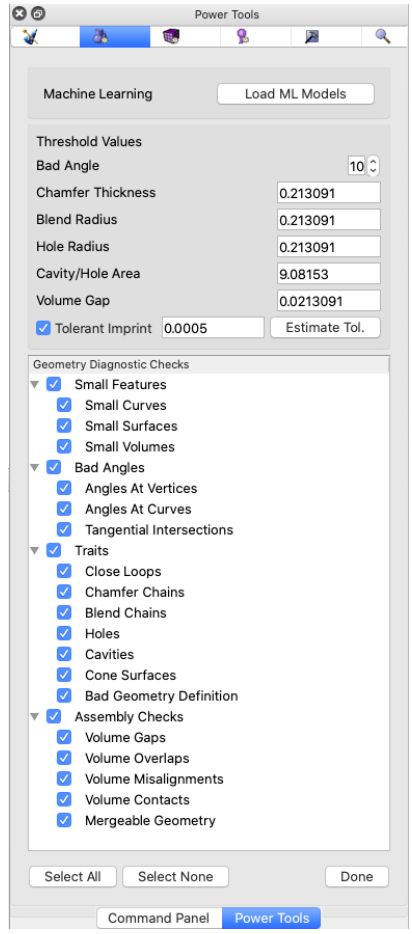

Figure 2. Geometry power tools options panel
3. **Select diagnostics to perform:** Selecting the **Options...** button will display a list of available diagnostics grouped by category, as shown in Figure 2. By default all diagnostics are selected. Some diagnostics may not apply to specific geometry, or may only need to be run once per geometry. To avoid long analysis times, select only diagnostics that are relevant for your current problem scope. Clicking on the box by each test will select or deselect it. Categories of diagnostics may also be selected or deselected in a similar manner. All diagnostics may be selected or deseleted using the **Select All** and **Select None** buttons at the bottom of the panel. Threshold values used for some of the diagnostics can also be entered, including bad angle, chamfer thickness, blend or hole radius, cavity area and volume gap thresholds. Details on each of the diagnostics are described below. Select the **Done** button to return to the main Geometry power tool panel.
The geometry power tools, contain various diagnostic tests that can be run on geometry to diagnose potential problems for mesh generation and defeaturing. To display a list of tests, click on the **Options...** button. The panel shown in Figure 2. will appear. Select or deselect the desired options from the window before performing an analysis. To avoid long analysis times, select only tests that are relevant for your current problem scope. Cubit will also save the current test selections between runs. The geometry analysis tests are summarized below: